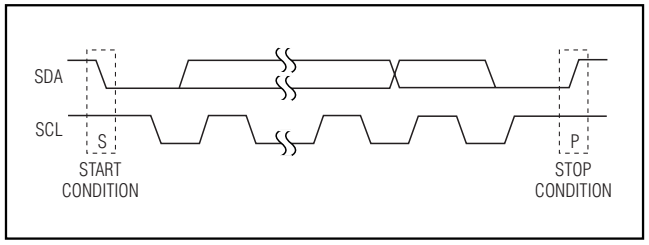

Figure 9. Start and Stop Conditions
Each transmission consists of a START condition (see Figure 9) sent by a master, followed by the MAX7306/MAX7307 7-bit slave address plus R/$\overline{W}$ bit, a register address byte, one or more data bytes, and finally a STOP condition (see Figure 9).
Both SCL and SDA remain high when the interface is not busy. A master signals the beginning of a transmission with a START (S) condition by transitioning SDA from high to low while SCL is high. When the master has finished communicating with the slave, it issues a STOP (P) condition by transitioning SDA from low to high while SCL is high. The bus is then free for another transmission (see Figure 9).